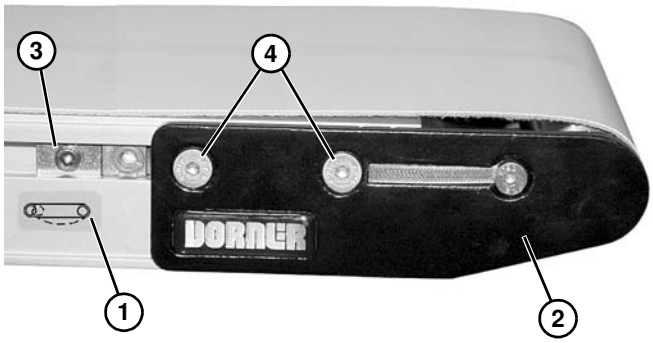

Figure 71
1. Sur l'extrémité où se trouve le tendeur de bande, identifié par , **(Figure 71, élément 1)** assembler en poussant la plaque de tête **(Figure 71, élément 2)** :
a. Sur les deux côtés du convoyeur, desserrer et éloigner des plaques de tête les rives de guidage **(Figure 71, élément 3)** (si elles sont fournies).
b. Desserrer les vis de fixation **(Figure 71, élément 4)** et pousser la plaque de tête vers l'intérieur.